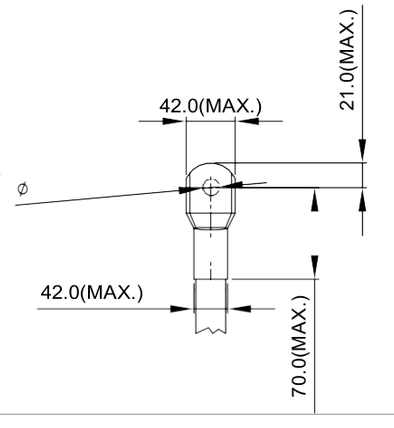
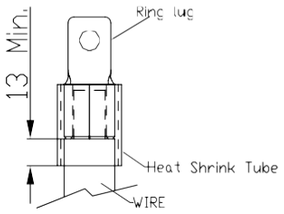

Рис. 3
Рис. 4
6. На рис. 3 и Рис. 4 дана спецификация термоусадочной трубки в соответствие с UL (600C, YDPU2).